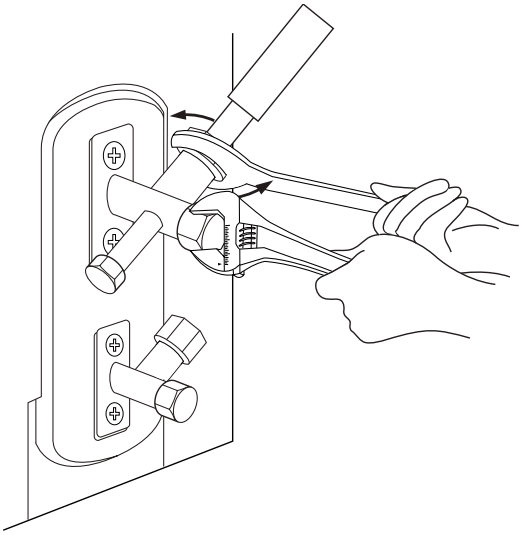

Fig. 5.10
4. Using a spanner, grip the body of the valve. Do not grip the nut that seals the service valve. (See Fig. 5.10)